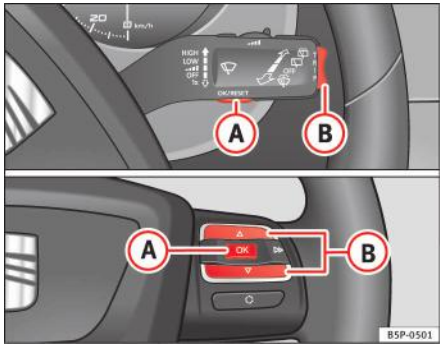

Fig. 41 Butoanele basculante A şi B. Comenzile de pe volan.
Puteți comuta între următoarele indicații ale afişajului multifuncțional (MFI) prin utilizarea comutatorului basculant ⇒ fig. 41 (B) de pe maneta pentru ştergătoarele de parbriz. ▶